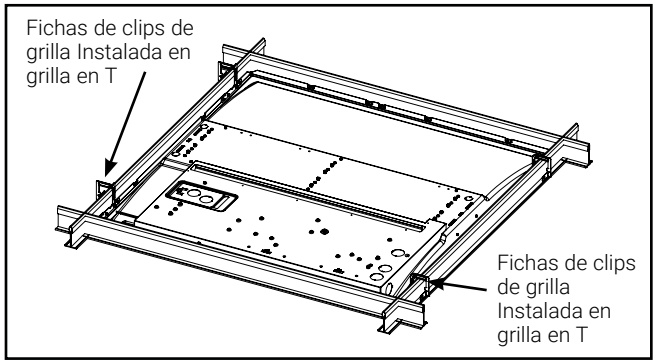

Figura 2.
3. Las placas finales de remate disponen de fichas de bloqueo de grilla. Pliegue 90º como se muestra (Figura 2).